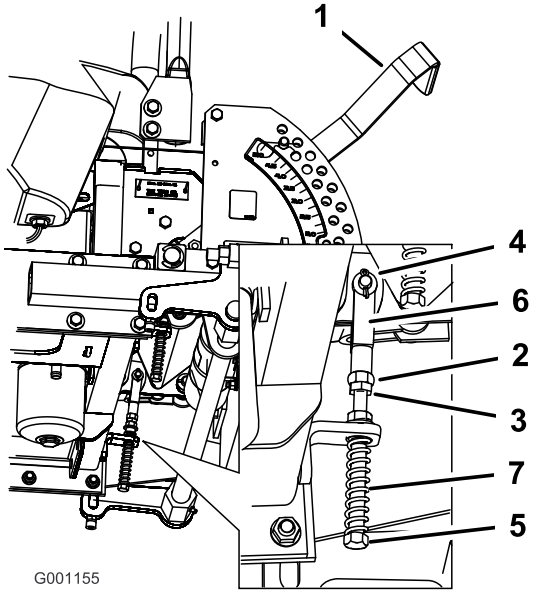

Figur 64
8. Hvis justering er nødvendig, skal møtrikken og kontramøtrikken løsnes mod gaflen (Figur 64).
9. Foretag et let, bagudgående tryk mod bevægelseshåndtaget, og drej hovedet på justeringsbolten i den rigtige retning, indtil håndtaget sidder i midten i neutral låseposition (Figur 64).
10. Spænd møtrikken og kontramøtrikken (Figur 64).